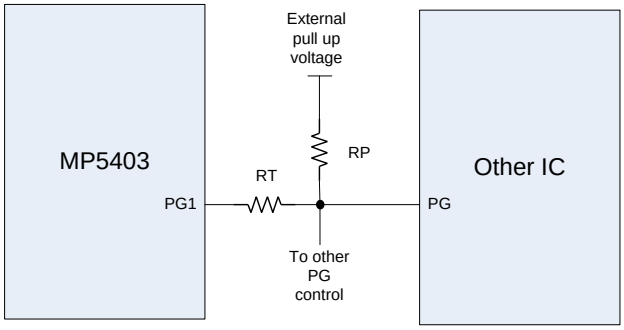

**Figure 4: PG Connection Example**
The PG1 connection requires special consideration (see Figure 4). If PG1 is connected to another IC's PG to control the other device together, a resistor (RT) is required to prevent the MP5403 from entering parallel mode. RT is suggested to be 50kΩ.